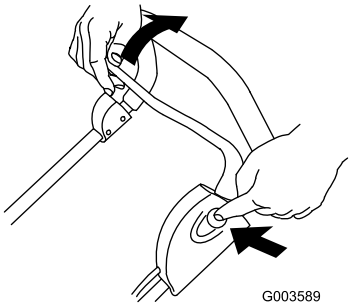

Figur 16
4. Håll in knappen och dra samtidigt styrstången mot handtaget (Figur 16).